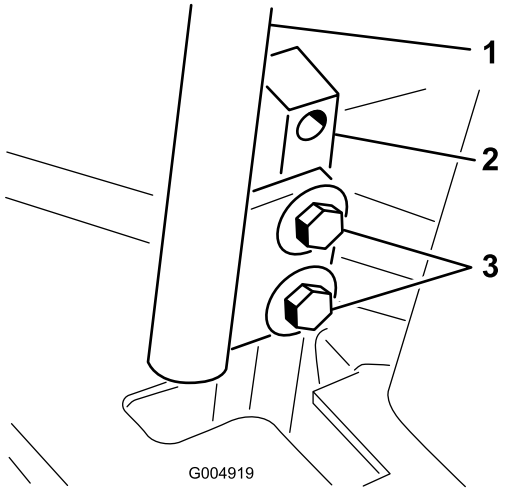

Figuur 58
3. Draai de bouten los waarmee de rijhendels zijn vastgezet (Figuur 58)